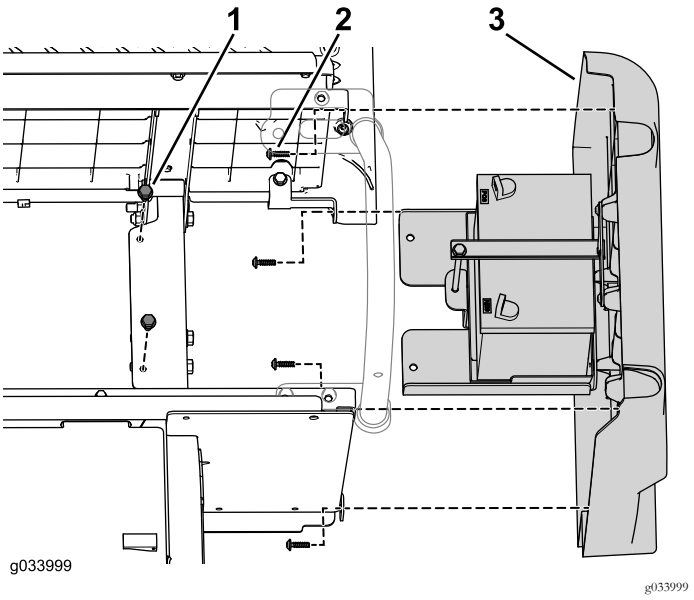

Figura 5
2. Togliete i 2 bulloni flangiati che fissano il vassoio della batteria al telaio (Figura 5).
3. Togliete le 4 viti che fissano il pannello destro al gruppo del sedile inferiore (Figura 5).